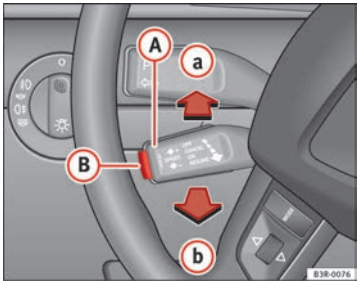

Fig. 155 Controls for the cruise control system
– Press the lever (A) ⇒ Fig. 155 to position (a) (click stop not engaged).